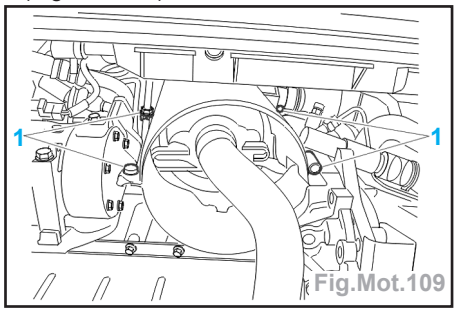

Fig.Mot.109
- Ouvrir le circuit de direction assistée en (B).
- Déposer les vis (1) de l'écran thermique (Fig.Mot.109).
- Reposer l'écran thermique par le haut et serrer les vis (1) à 0,5 daN.m (Fig. Mot.109).